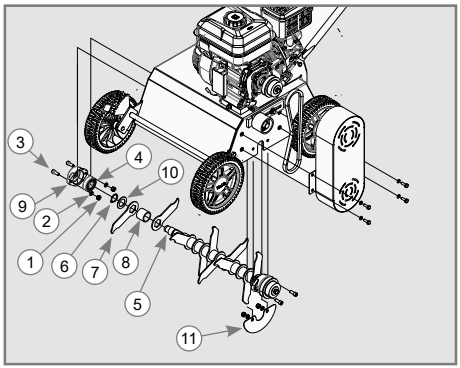

Figure 3
- ✔ Then, remove the nuts (1) and spring washer (2) from screw (3) fixing the bearing (9) on the machine base. Using a puller remove the bearing (4) from spindle (5). After removing the bearing remove the retaining ring (6), washer (10) blade (7) and the padding (8), as well as other bushing and blades as shown in Figure 3.